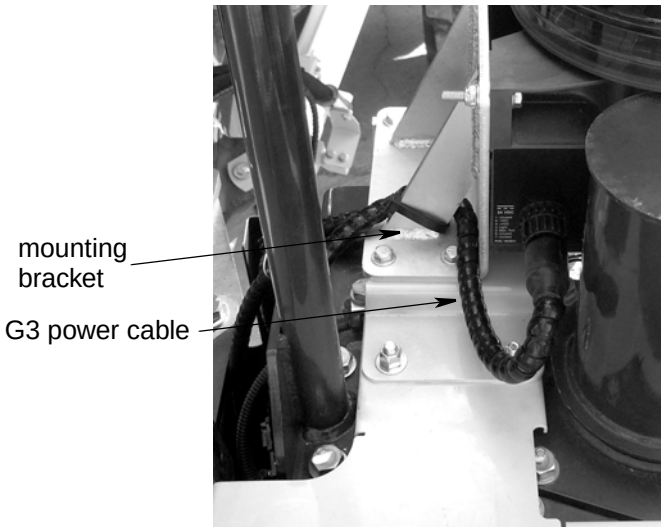
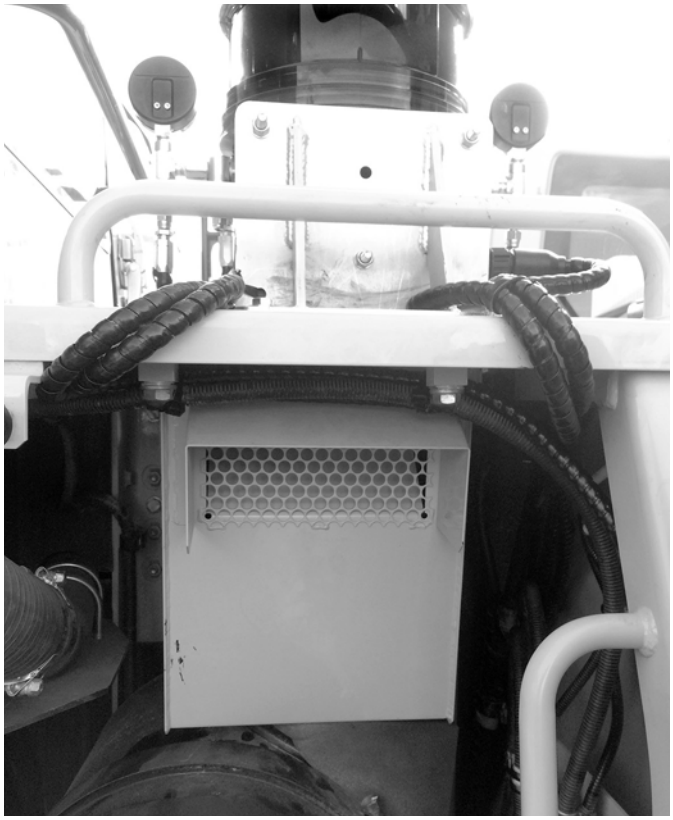

FIG. 37: PC210-11/PC240-11/PC290-11 Models
FIG. 40: PC360-11/PC390-11/PC490-11 Models
4. Route the power cable through the mounting bracket and into the engine compartment as shown in FIG. 37 and FIG. 40.